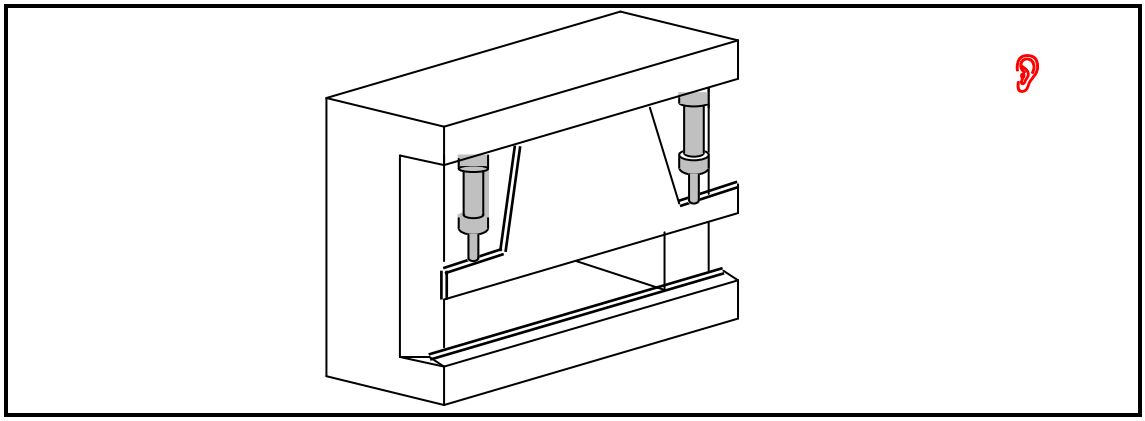

FIGURE 2
3.3 Study FIGURE 2 of a guillotine using two cylinders with the following operational instructions:
3.3.1 Draw a fully labelled hydraulic working circuit using IEC symbols for the application shown in FIGURE 2. (10)